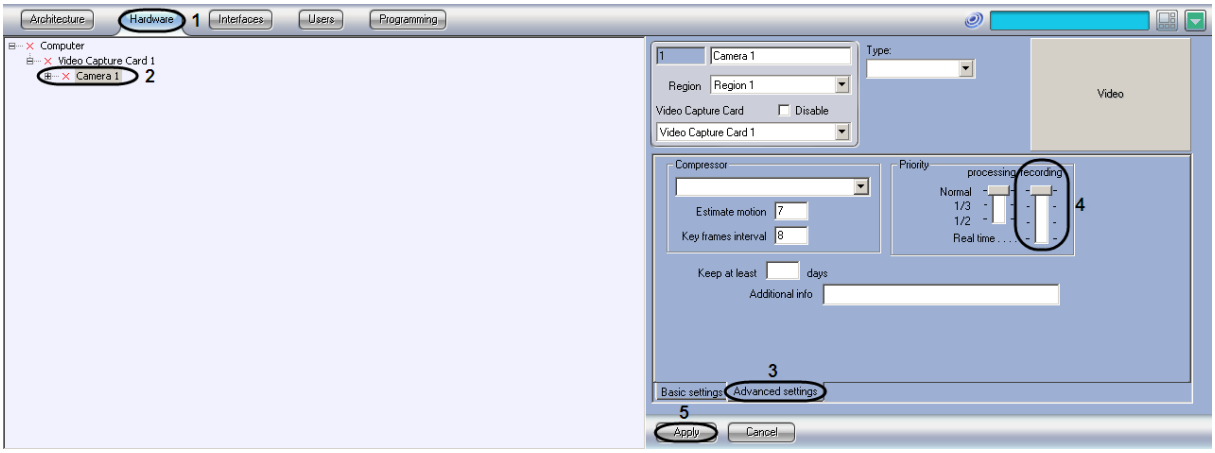

Figure 8.4-14. Changing video processing queue on the selected camera in the recording mode
1. Go to the “Hardware” tab in the “System settings” dialog box (Figure 8.4-14, 1).
2. Select the “Camera” object, created before, corresponding to the camera, ADC video processing queue of which is to be changed, in the objects tree of the “Hardware” tab (Figure 8.4-14, 2). The settings panel for the selected object is displayed on the right of the “Hardware” tab.
3. Go to the “Advanced settings” tab on the settings panel of the “Camera” object (Figure 8.4-14, 3).
4. If it is necessary to queue the camera with 1/2 priority for ADC video processing in the recording mode, move the “Recording” slider in the “Priority” group to the “1/2” position (Figure 8.4-14, 4).
8. Click the “Apply” button (Figure 8.4-14, 5).